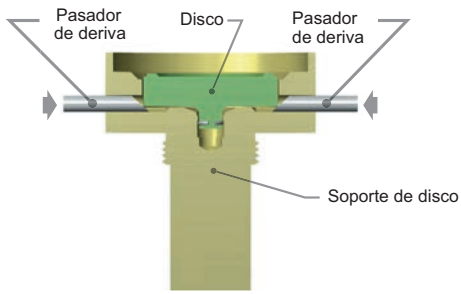

Figura 18: Extracción del disco con pasadores de deriva
- Comience a insertar pasadores de deriva especiales en los orificios del soporte del disco (consulte la Figura 18) con la porción cónica de los pasadores trabajando contra la parte superior del disco, como se indica.